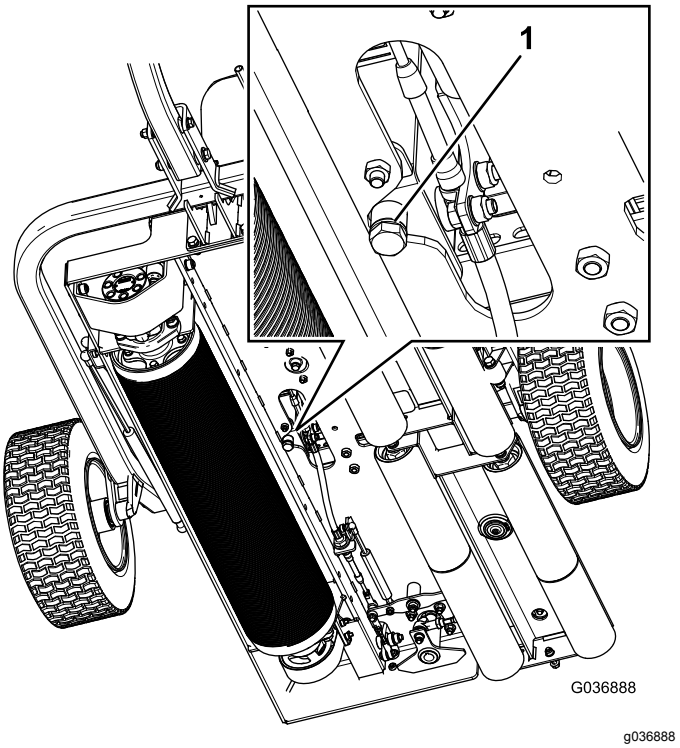

Figur 35
1. Anbring en dræningsbakke under hydrauliktankens aftapningsprop. (Figur 35).
2. Fjern aftapningsproppen fra bunden af tanken (Figur 35).